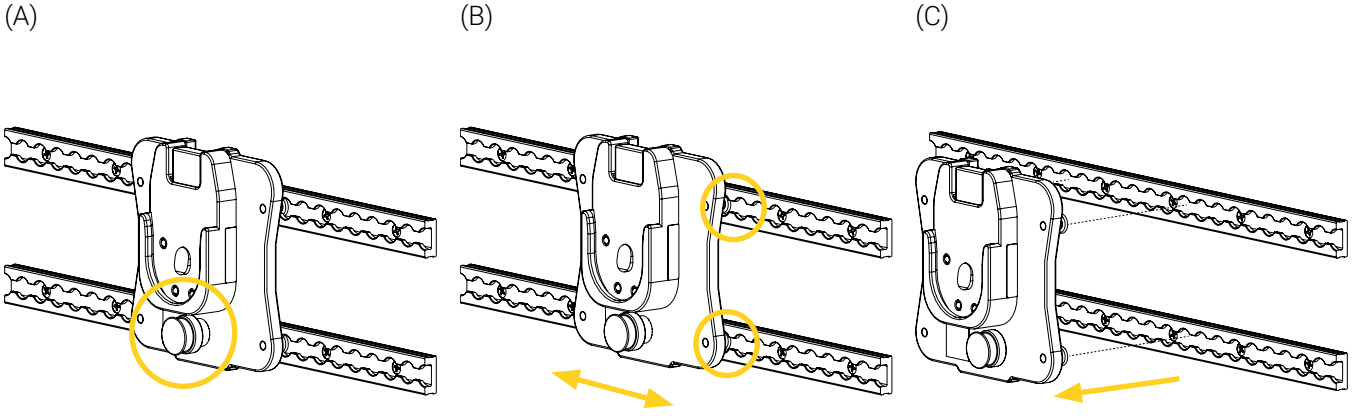
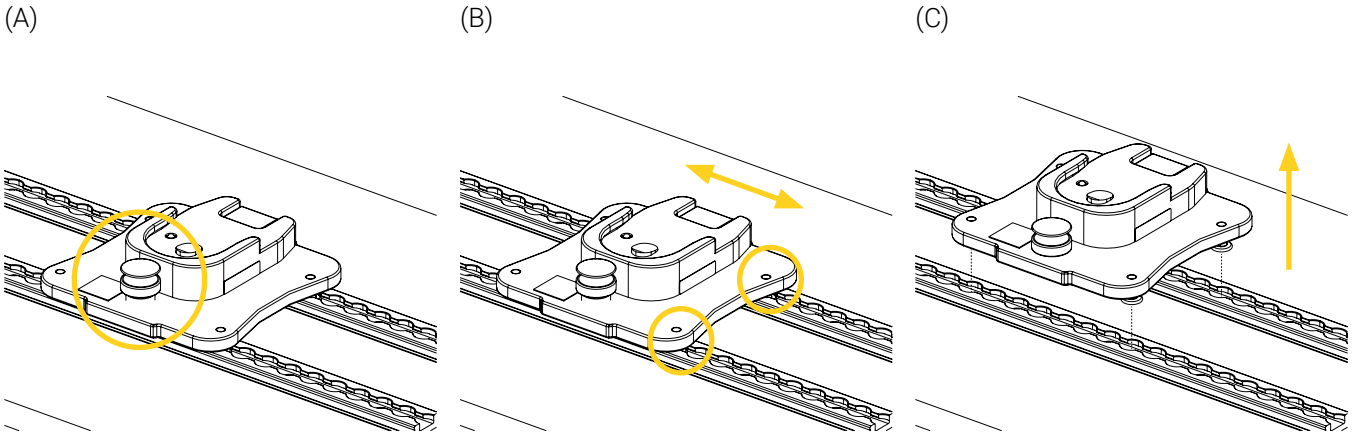

Figure 15: Removing the Q-Protrak from vertical load-bearing tracks
Figure 16: Removing the Q-Protrak from horizontal load-bearing tracks
1. Pull and hold the pull release knob, slide the Q-Protrak towards the left or towards the right along the vertical load-bearing tracks (Figure 15) or back and forth along the horizontal load-bearing tracks (Figure 16) until the stud fittings reach the slots of the tracks, then release the knob.
2. Remove the Q-Protrak from the tracks (Figure 15 and Figure 16).